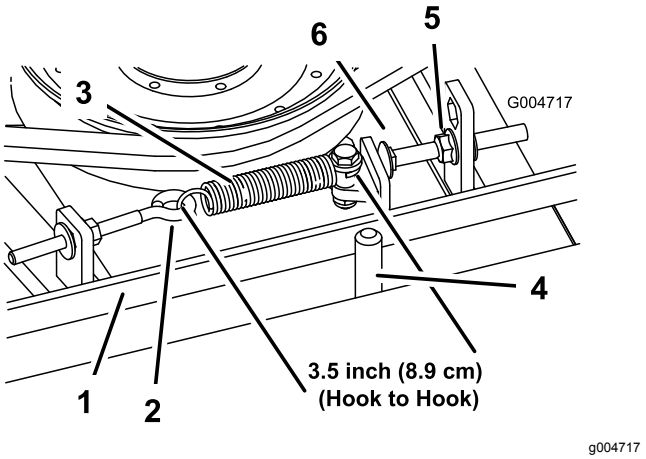

Figuur 96
Als de drijfriem de juiste spanning heeft, moet de binnenmeting van de trekveer (haak tot haak) ongeveer 8,9 cm ± 0,63 cm bedragen. Als de veer de juiste spanning heeft, moet u de aanslagbout (slotbout) aandraaien totdat de afstand tussen de kop van de bout en de arm van de spanpoelie ongeveer 0,32 cm +0,152/-0,000 cm is (Figuur 96).
Opmerking: Plaats de riem aan kant van de riemgeleider die naar de veer is gekeerd (Figuur 96).
2. Draai de oogbout los om de trekveer te kunnen verwijderen (Figuur 96).
3. Draai de flensmoer los waarmee de aanslagbout is bevestigd aan het bevestigingslipje. Draai de moer zo ver los dat de arm van de spanpoelie langs de aanslagbout kan (Figuur 96). Beweeg de spanpoelie van de riem af om de riemspanning te verminderen.
8. Bevestig de trekveer (Figuur 96) weer aan de oogbout en span de riem als volgt: